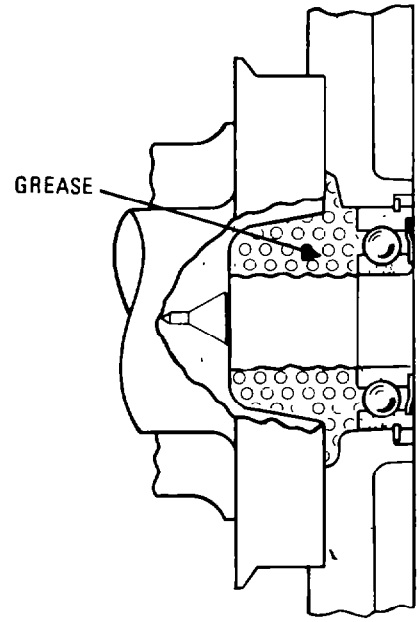

Fig. 76 — Packing Grease Cavity
h. Pack the grease cavity behind the bearing with multipurpose grease (XG 274) (see fig. 76). Tape over the bearing to prevent ingress of dirt or foreign material.